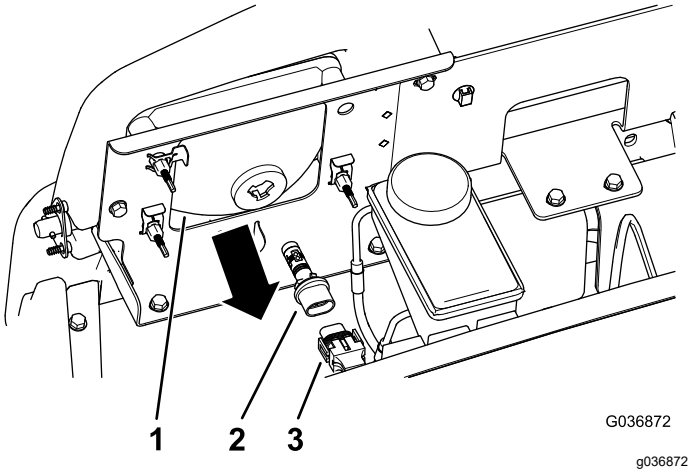

Rysunek 38
3. Odłącz złącze elektryczne wiązki przewodów od złącza żarówki z tyłu obudowy reflektora (Rysunek 38).
4. Przekręć zespół żarówki o ¼ obrotu w lewo i wysuń do tyłu z obudowy reflektora (Rysunek 38).
5. Włóż nowy zespół żarówki w obudowę reflektora i ustaw wypustki żarówki równo z wycięciami w obudowie reflektora (Rysunek 38).
6. Zamocuj zespół żarówki, przekręcając go o ¼ obrotu w prawo (Rysunek 38).
7. Podłącz złącze elektryczne wiązki przewodów do złącza nowego zespołu żarówki (Rysunek 38).